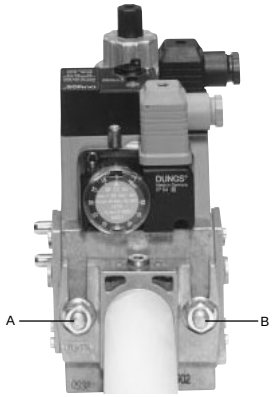
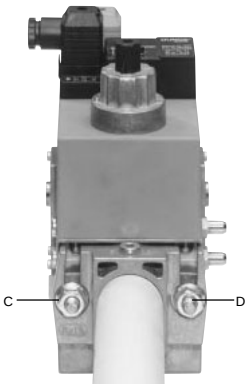

Fig. 4
Fig. 5
3. stringere le viti A, B, C e D (Fig. 4 - Fig. 5), rispettando le posizioni di montaggio (Fig. 7);